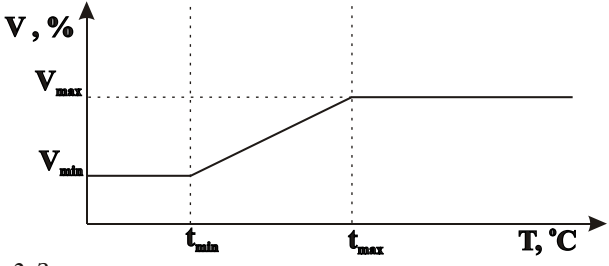
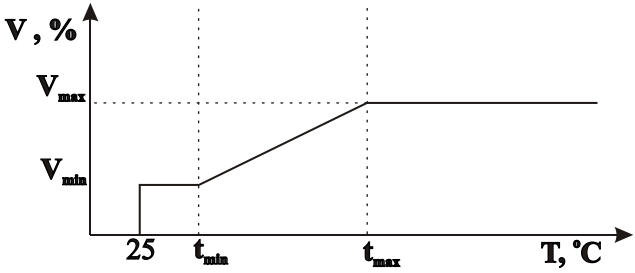

Рис.2 Зависимость скорости вращения вентилятора от температуры. (Профиль № 1).
Рис.3 Зависимость скорости вращения вентилятора от температуры (Профиль 2).
4.6. Прибор осуществляет регулирование скорости вращения вентилятора в зависимости от измеренной температуры в соответствии с выбранным профилем. Графики изображены на рис.2 и 3.
4.7. Кривая регулирования, изображенная на рис.2 соответствует Профилю №1 (**П1**). Этот профиль включен по умолчанию.
4.8.. Для некоторых типов кондиционеров необходимо, чтобы вентилятор наружного блока при температуре трубопровода ниже +25°С был выключен, а при больших температурах алгоритм его работы совпадал с приведенным на рис. 2. Такому режиму работы вентилятора соответствует Профиль №2 (**П2**), приведенный на рис. 3.